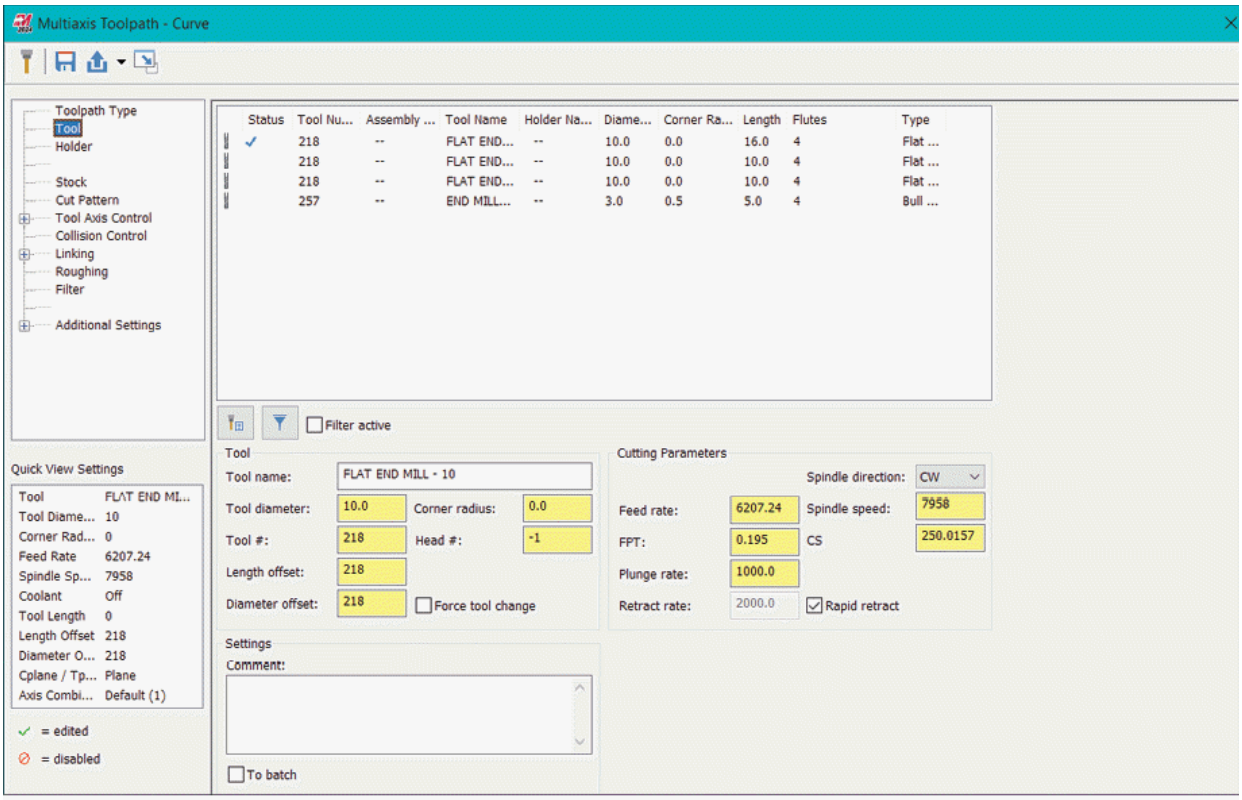

Figure-2. Multiaxis Toolpath-Curve dialog box
- Click on the **Curve** tool from the **Multiaxis** group in the **Toolpaths** tab of the **Ribbon**. The **Multiaxis Toolpath - Curve** dialog box will be displayed; refer to Figure-2.